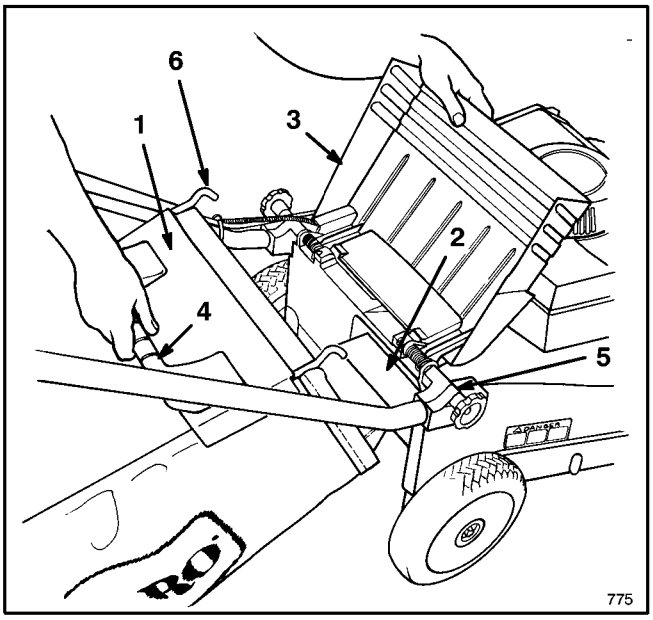
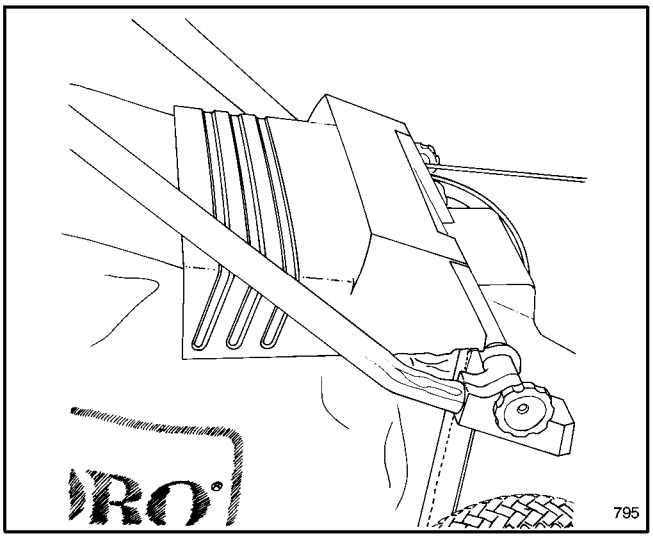

Abbildung 13
Abbildung 14
2. SACK ANBRINGEN—Die Auswurfklappe anheben, den Ansatz des Sacks in die Auswurföffnung schieben und den Sackrahmen auf den Haltebolzen am Gehäuse schieben (Abb. 13). Die Auswurfklappe soll auf der Oberseite des Sacks aufliegen (Abb. 14).